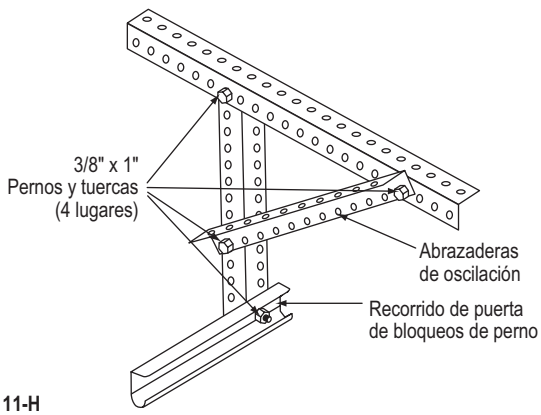

Fig. 11-H
Paso 11- 8, continuación: Ajuste la posición de las vías si las distancias de la cuadratura no están dentro de 1/2" una de la otra. La vía horizontal puede estar fuera de nivel en hasta 1" desde el montante frontal hasta el gancho trasero de la vía. (Fig. 11-I)